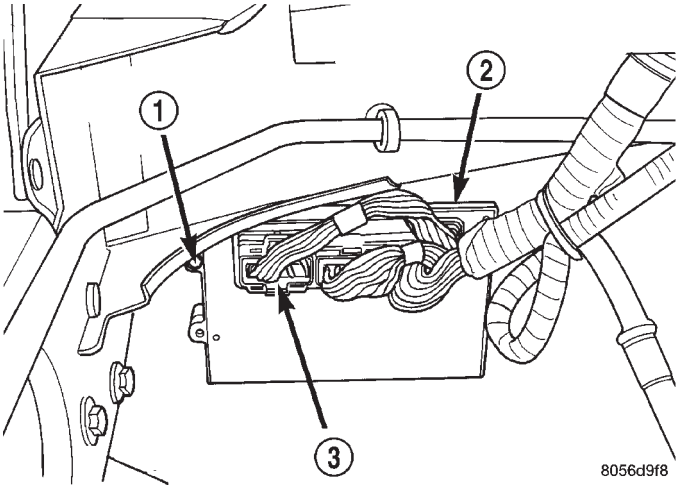

Fig. 1 Powertrain Control Module (PCM)
(1) Verify that the three 32–way electrical connectors are fully inserted into the connector of the powertrain control module (PCM) (Fig. 1).